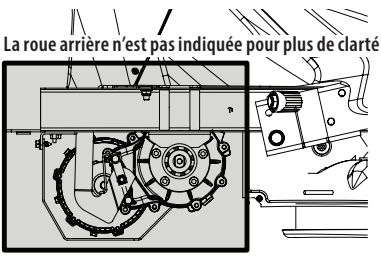

Figure 15
- Nettoyez bien l'essieu et la transmission (Figure 15).